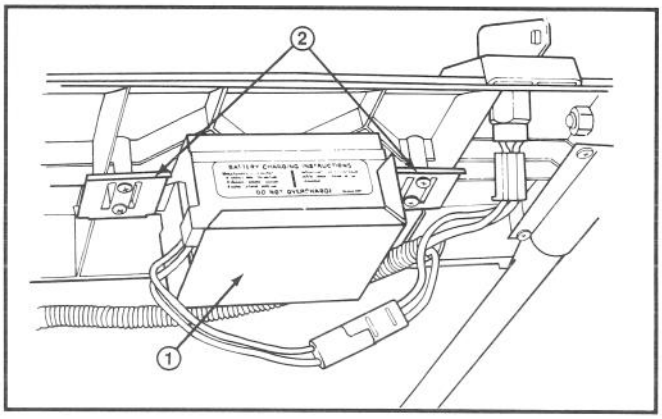

Abbildung 6
1. Siehe Batterieaufladung, Seite 11. Die Batterie mit der Aufkleberseite Richtung Betreiber, zwischen die Haltenuten auf der Rückseite des Schaltkastens schieben (Abb. 6).